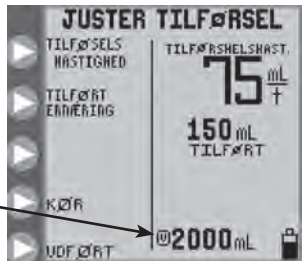
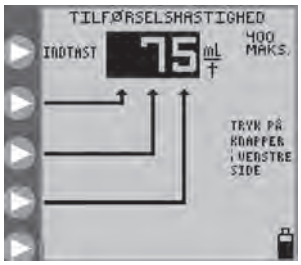
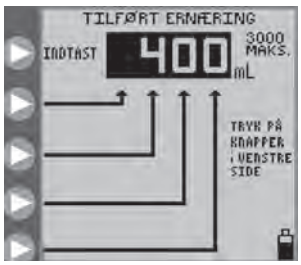

Figur 11A. Menuen JUSTER TILFØRSEL .
Figur 11B. Indstilling af TILFØRSELSHASTIGHED.
Figur 11C. Indstilling af den ernæringsvolumen, der skal leveres.
For **KONTINUERT** ernæringstilstand er valgmuligheden **JUSTER TILFØRSEL** tilgængelig i startmenuerne (figur 7A for sæt kun til ernæring eller figur 7B for sæt til ernæring og skylning). Vælg denne valgmulighed for at programmere ernæringsparametrene på skærmen **JUSTER TILFØRSEL** , figur 11A.
Tryk på ▸ **TILFØRSELSHASTIGHED** i figur 11A for at definere leveringshastigheden. Tryk på knapperne ▸ i figur 11B for at programmere hastigheden fra 1 til 400 i trin på 1 ml/t. Tryk på ▸ **INDTAST** (øverste knap) for at afslutte menuen.
Tryk på ▸ **TILFØRT ERNÆRING** i figur 11A for at definere den volumen, der skal leveres. Tryk på knapperne ▸ i figur 11C for at programmere volumenen fra 1 til 3000 ml i trin på 1 ml. Tryk på ▸ **INDTAST** (øverste knap) for at afslutte menuen. Hvis **TILFØRT ERNÆRING** er indstillet til nul, kører pumpen, indtil forsyningen er opbrugt.
BEMÆRK: Når en **TILFØRT ERNÆRING** er indstillet, vil den resterende volumen, der skal leveres (resterende VTBD) blive vist ved siden af ikonet V i nederste højre del af skærmen (figur 11A). Hvis **TILFØRT ERNÆRING** programmeres igen under ernæring fra tilstanden ***HOLDER***, starter pumpen med ernæring igen og leverer hele volumenen for den nye VTBD-indstilling.
- Skærmen **JUSTER TILFØRSEL** , kontinuerlig tilstand (figur 11A)